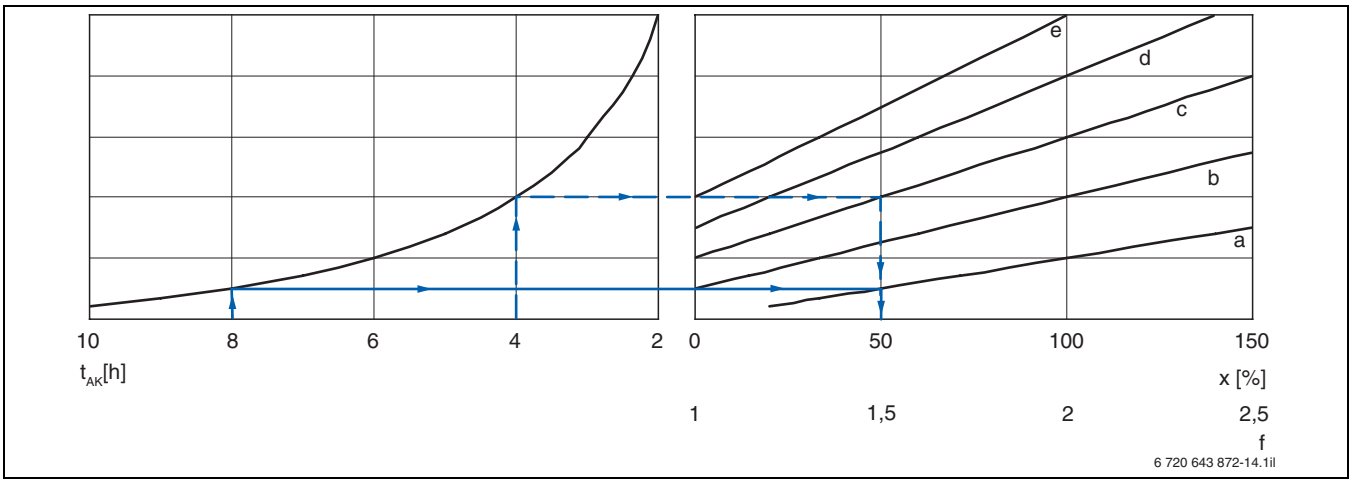

Bild 18 Bestimmung der notwendigen Überdimensionierung aufgrund der manuellen Betriebsweise
- ca. 50 % Überdimensionierung vorsehen, Faktor f zur Kesseldimensionierung = 1,5 (→ Bild 18)